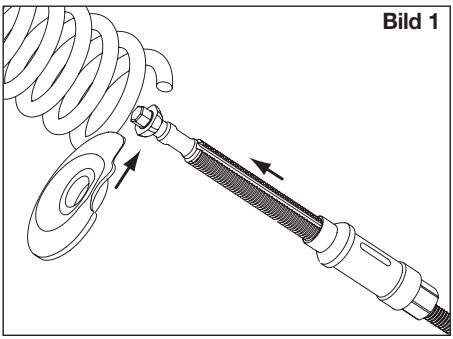

Bild 2
- Obere Spannplatte ④ auf die Spindel auffädeln **Bild 2.**